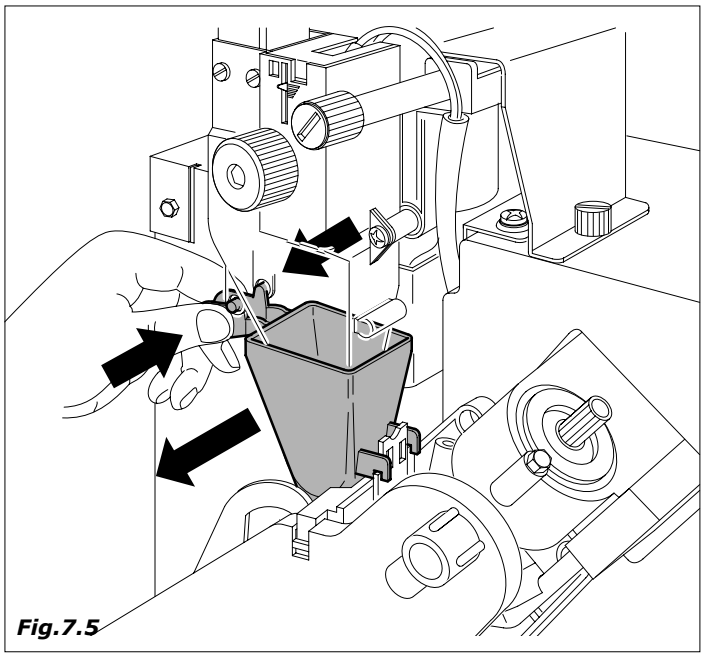

Fig.7.5
- tubo de escorregamento e conduto café (Fig.7.5)